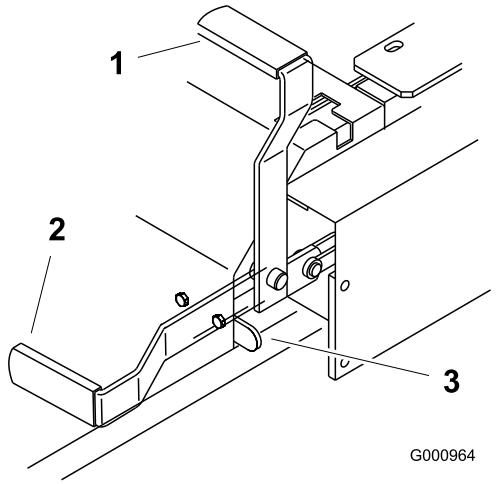

Figur 10
2. Træk parkeringsbremsegrebet tilbage og op for at aktivere parkeringsbremsen (Figur 10). Parkeringsbremsegrebet skal blive i aktiveret position.
Tryk parkeringsbremsegrebet fremad og ned for at deaktivere parkeringsbremsen (Figur 10). Parkeringsbremsen er deaktiveret, og håndtaget hviler mod bremsestoppet.